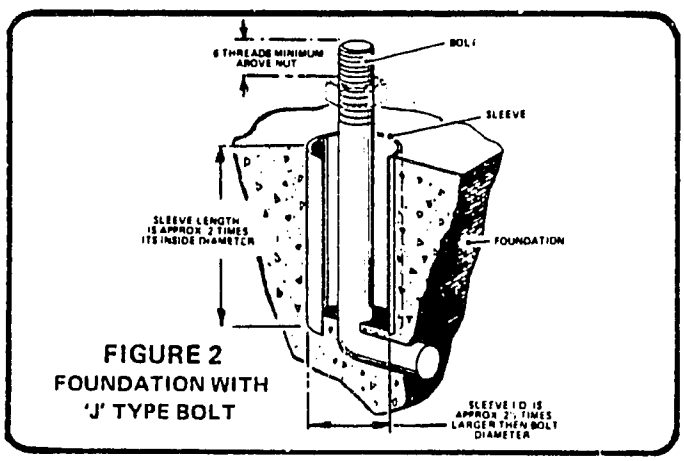

FIGURE 2
2. When "J" type bolts (figure 2) are used the same procedure is used except that no washer is needed.